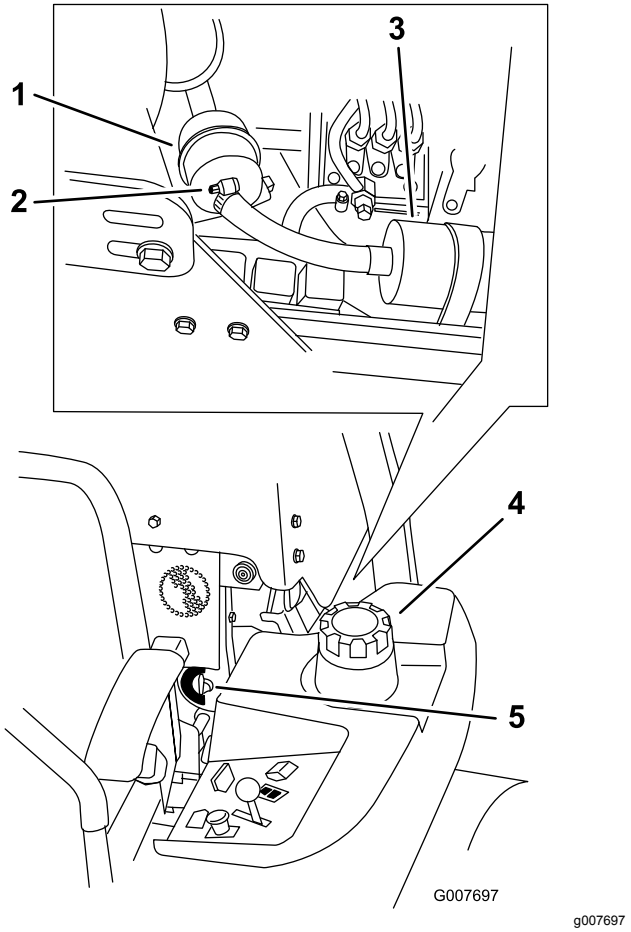

Figur 54
4. Åpne drivstoffventilen (Figur 54).
5. Løsne de to slangeklemmene og koble fra drivstoffslangene fra toppen av filteret (Figur 54).
6. Sett inn et nytt filter. Koble drivstoffslangene til drivstoffilteret og monter de to slangeklemmene (Figur 54).